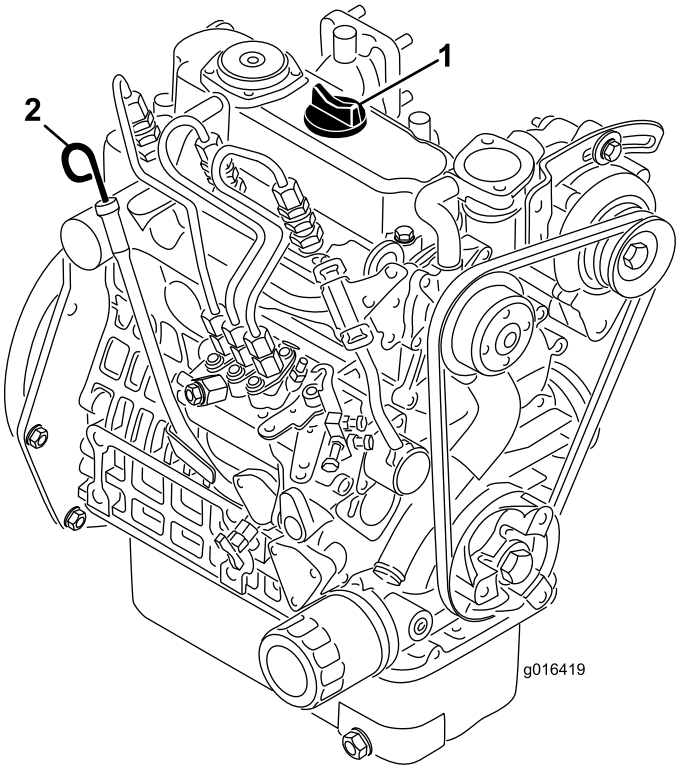

**Figur 22**
2. Ta ut oljestickan och torka av den med en ren trasa (Figur 22). Sätt ner oljestickan i röret och se till att den sitter fast ordentligt. Avlägsna oljestickan från röret och kontrollera oljenivån. Om oljenivån är låg, tar du av påfyllningslocket från ventilhuset och häller **sakta** på tillräckligt med olja tills nivån når upp till markeringen ”Full” på oljestickan. Fyll sakta på oljan och kontrollera nivån med jämna mellanrum. **Fyll inte på för mycket.**